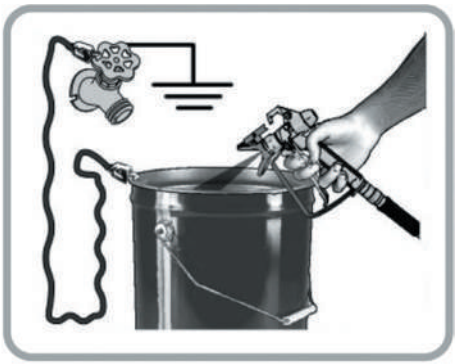

Рис. 14
• Для поддержания целостности цепи заземления при промывке распылителя или сбросе давления плотно прижмите металлическую часть распылительного пистолета к боковой поверхности заземленного металлического ведра, затем нажмите курок пистолета (рис. 14).